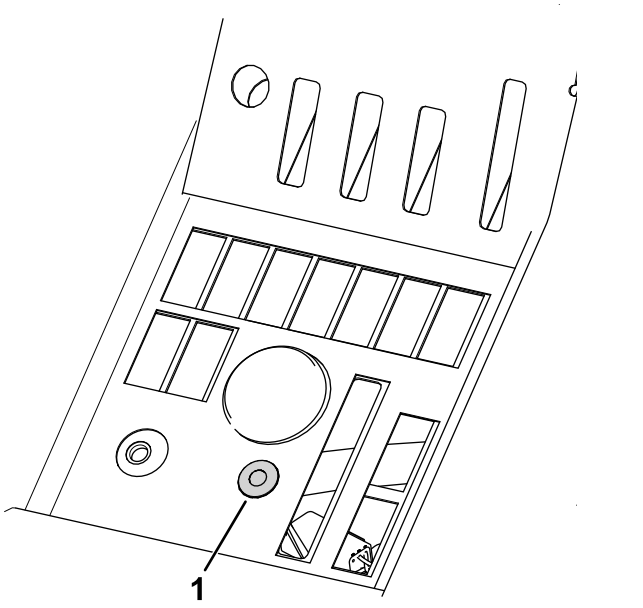

Bild 5
7. Entfernen Sie den Stecker und bringen Sie die LED-Leuchte im Armaturenbrett an, wie in Bild 5 abgebildet.